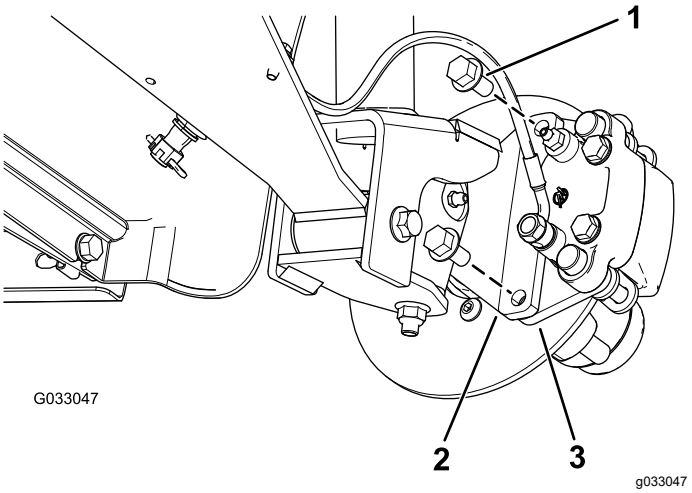
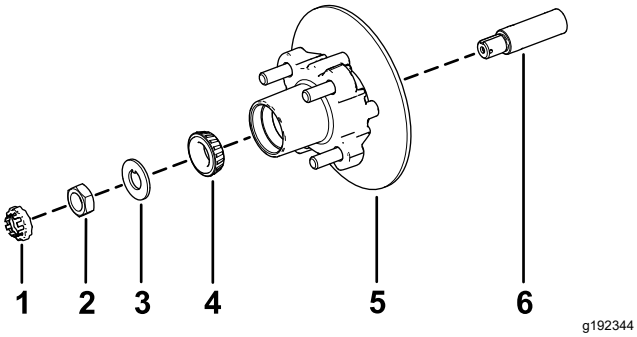

Figur 32
Figur 36
3. Ta bort de flänsskruvar (⅜ x ¾ tum) som håller fast fästet för bromsenheten vid spindeln, och separera bromsen från spindeln (Figur 32).
1. Stryk på ett tunt lager av det angivna fettet på spindeln (Figur 36).
2. Montera navet och rotorn på spindeln med rotorn inåt (Figur 36).
3. Montera det yttre lagret på spindeln och placera lagret på den yttre banan (Figur 36).
4. Montera säkringsbrickan på spindeln (Figur 36).
5. Gänga på spindelmuttern på spindeln och dra åt muttern till 15 Nm samtidigt som du roterar navet för att ställa in lagren (Figur 36).
2. Rikta in bromsklossarna på vardera sidan om rotorn (Figur 32) och hålen i bromsokets fäste med hålen i bromsfästet på spindelramen (Figur 36).
3. Fäst bromsokets fäste på spindelramen (Figur 32) med de två flänsskruvarna (⅜ x ¾ tum).